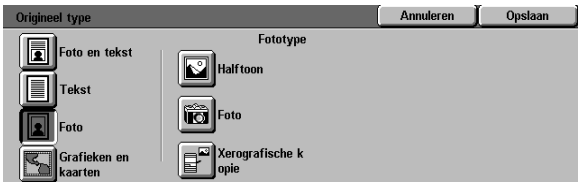

Figuur 9: Detailscherm Foto
2. Het pictogram **Foto** aanraken om het detailscherm Foto te tonen (zie figuur 9).